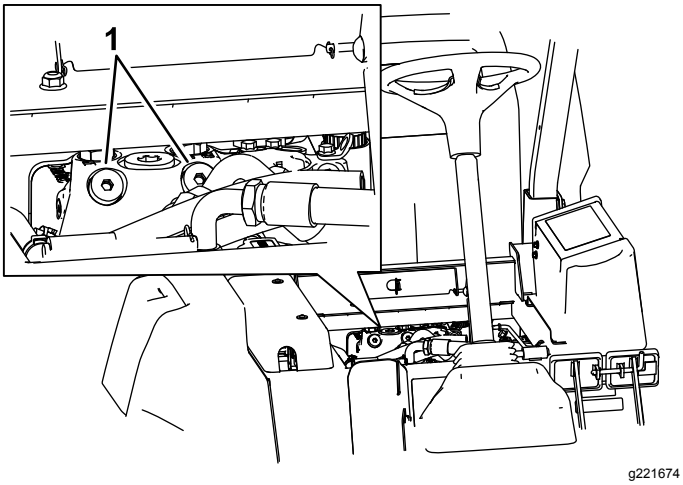

Figuur 58
1. Kantel de stoel en zoek de omloopkleppen; deze bevinden zich onder de voorzijde van de brandstoftank (Figuur 58).